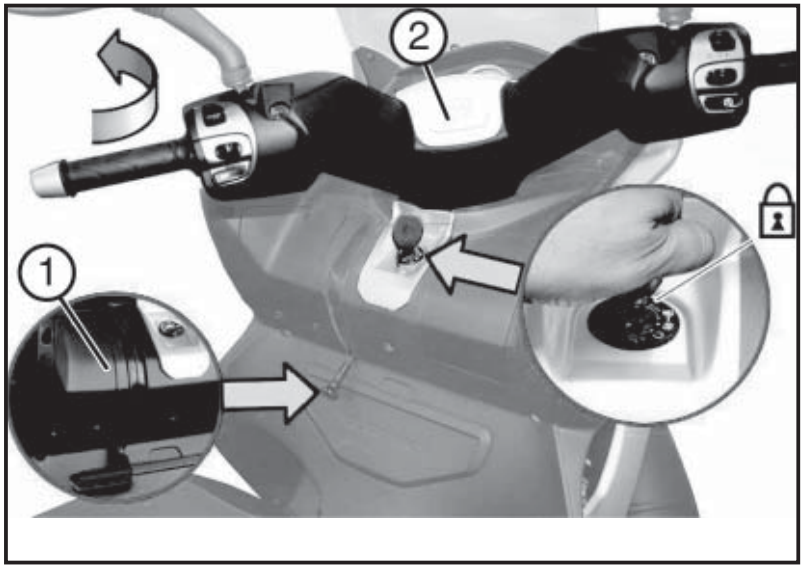

Fig. 01 QSI0021
4.12 DISPOSITIVO DE BLOQUEO DEL MANILLAR (Fig. 01)